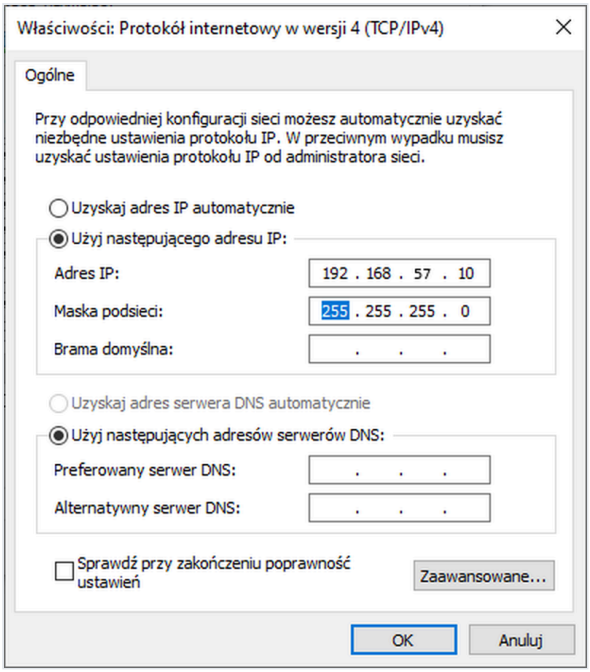

Rys. 15. Stały adres komputera w sieci robota.
- wybierz **Użyj następującego adresu IP**: adres **192.168.57.10**, maska **255.255.255.0**, bramę zostaw pustą (rys. 15). Jeśli na stanowisku jest zestaw dodatkowej osi, jego sterownik ma adres 192.168.57.10 — wtedy wpisz w komputerze **192.168.57.11**,